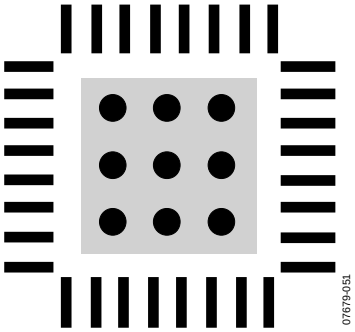

Figure 65. Exposed Pad Layout Example, Top View
- Vias should be placed to connect all layers of copper, allowing for efficient heat and energy conductivity. For an example, see Figure 65, which has nine vias arranged in a 3 inch × 3 inch grid in the pad area.